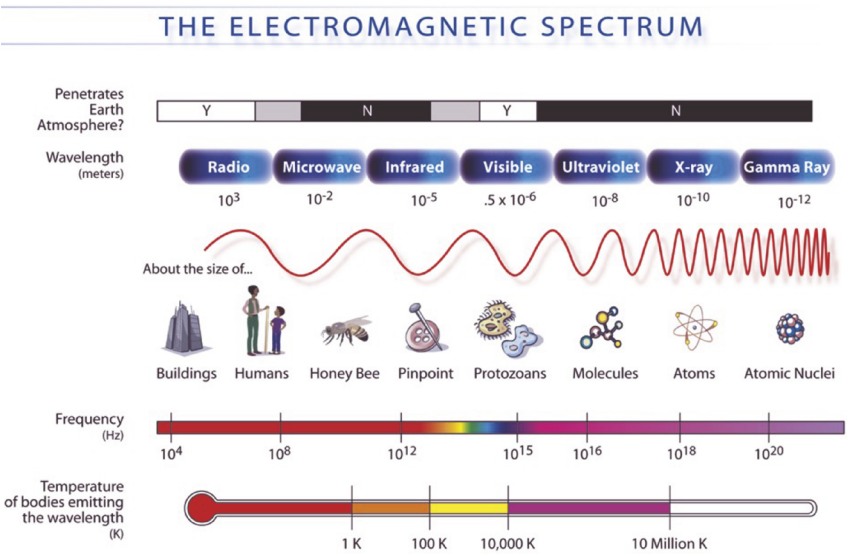

**FIGURE 8.3** Electromagnetic spectrum focused on the visible light frequency range.
Chapter 6 was about electromagnetic (EM) radiation in the form of radio waves. This chapter is about EM radiation in the form of light – it is basically the same stuff. As shown in Chapter 6, and repeated here (Fig. 8.3), electromagnetic radiation can exist over a vast range of wavelengths. When we can see it, we often call it just "light," but sometimes distinguish those wavelengths from others by calling them "visible light." The frequency and wavelength of all electromagnetic radiation are related by:
where $f$ is the frequency of the light in units of cycles per second, or hertz, $\lambda$ is wavelength, in length units to match your choice of the speed of light, and $c$ is the speed of light in some medium such as, for example, the vacuum of space, water or glass. This equation tells us that within some medium, as frequency increases, wavelength decreases. The electric and magnetic fields of the light wave (see Chapter 6) oscillate at very high frequencies; very high frequencies have very short wavelengths, as you can see in Fig. 8.3. For this treatment we will assume the light travels through a vacuum or air, for which $c$ is very close to $3 \times 10^8$ m/s. In Fig. 8.3, we see that the range of wavelengths of visible light is actually quite narrow compared to the vast range of wavelengths on the chart, which covers 16 orders of magnitude. The bottom of the plot shows the relationship between the temperature of an object (such as a glowing ember) and the wavelength of light that it emits. This will be discussed further below.
The visible spectrum of light ranges from red to violet, with wavelengths $\lambda$ ranging from about 390 nm to 700 nm ($f$ = 790 THz to 430 THz), respectively, which is less than a factor of two in wavelength or frequency. It seems rather surprising that the richness of our perceived visible world comes down to such a narrow range. As can be seen by comparing the visible spectrum in Fig. 8.3